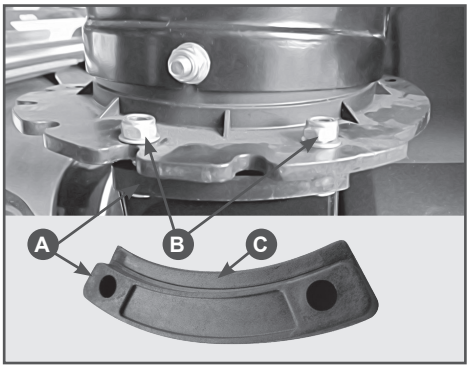

**Рис.3 Установка желоба**
9. Установите желоб для выброса снега на кожух шнеков (Рис.3) и зафиксируйте его болтами (B) и пластинами (A).
*При установке желоба, пластины (A) крепления желоба устанавливаются выступами (C) вверх (Рис.3).*